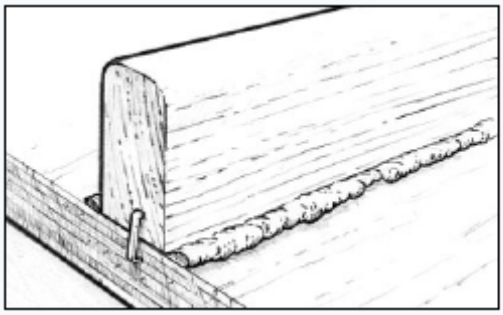

Рис.11. Зафиксируйте детали до момента, когда смола застынет до состояния геля.
3. Зажимы**.** Для того, чтобы удержать компоненты на месте, используйте зажимы. При фиксации деталей используйте достаточное усилие, чтобы небольшое количество материала выдавилось из пазов, что будет означать, что эпоксидная смола вступила в контакт с обеими поверхностями *(Рисунок 11)*. Не применяйте чрезмерное усилие, при котором из пазов выйдет вся смола.